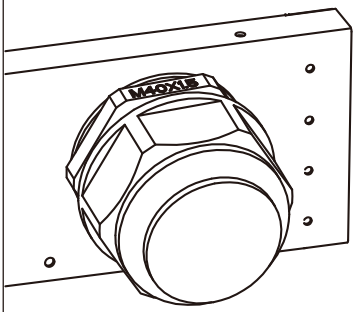

Figura 5.7 Scatola di derivazione CA
1) Rimuovere le 8 viti della scatola di derivazione dell'inverter e rimuovere il coperchio della scatola di derivazione, come indicato nella Figura 5.7.